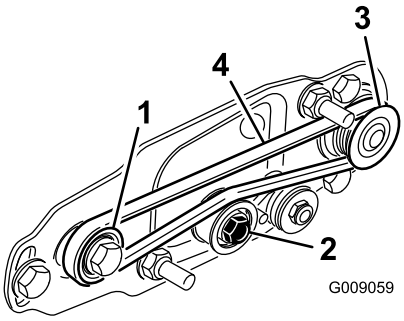

Figure 16
- Passez la courroie autour de la poulie **menée** puis sur le dessus de la poulie de tension (Figure 16).
- Commencez à installer la courroie sur la poulie **d'entraînement** (Figure 16).